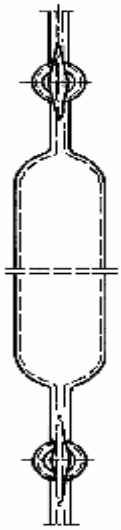

Rys. 20. Pipeta szklana
- pipeta szklana która służy do pobierania próbek gazu o niewielkim ciśnieniu, np. pobieranie gazu z odwiertów ropno-gazowych (rys. 20),